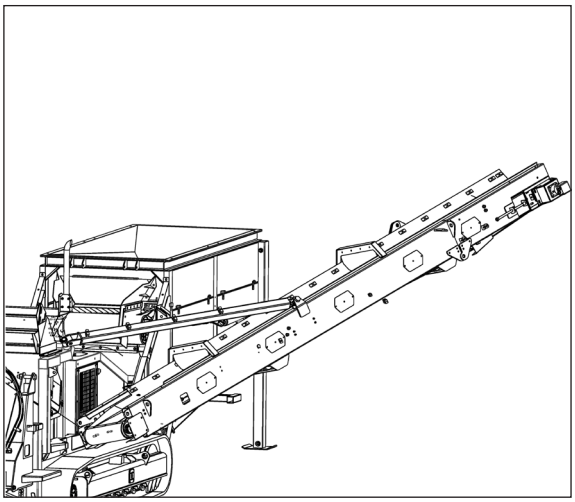

Figure 6.15 - Auxiliary Conveyor Rotated
7. Rotate the conveyor to the position shown in Figure 6.15 by activating the auxiliary conveyor (upper ram) lever into the raised position.